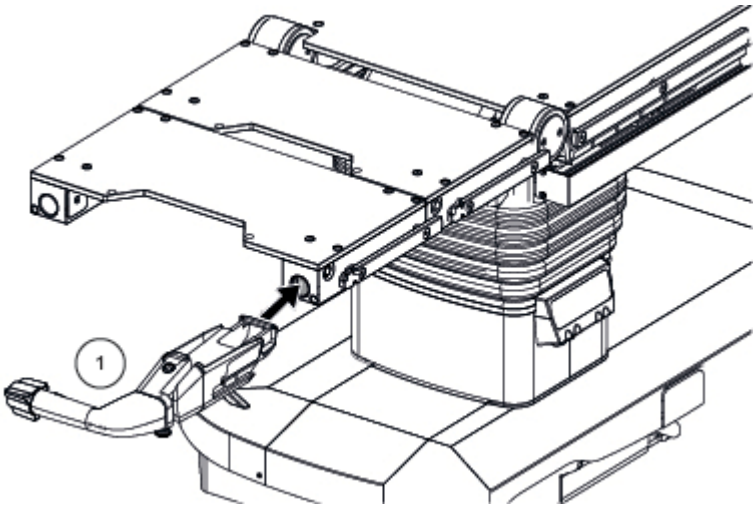

Figura 6-1. Inserte el mango para el traslado motorizado
1. Coloque el mango para el traslado motorizado (1) en el raíl y asegúrese de que la palanca de sujeción permanece abierta. Consulte la *Figura 6-1*.